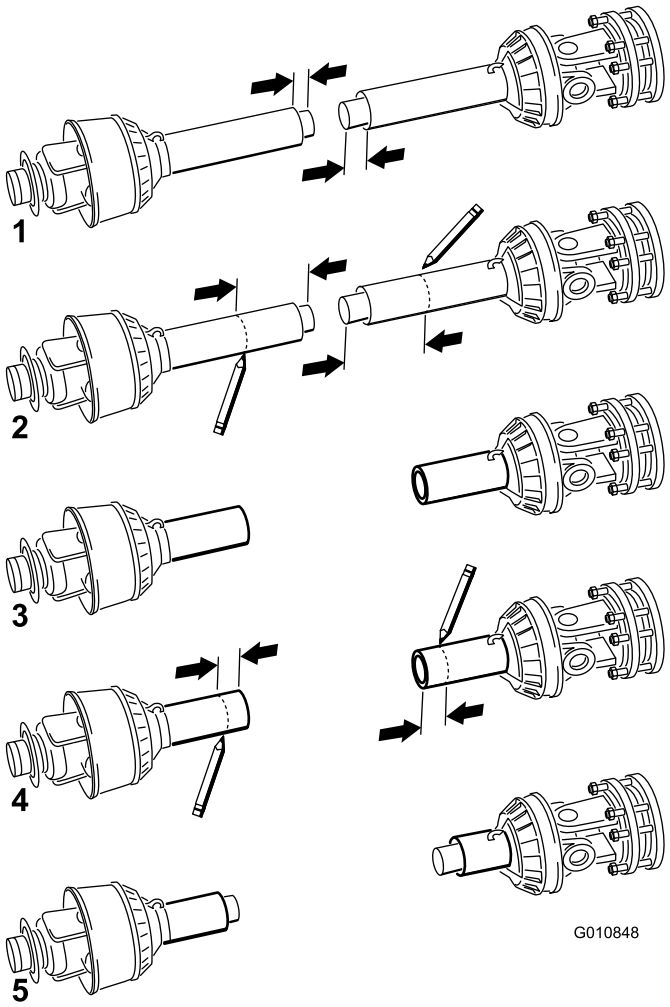

Figur 17
11. Separera de båda halvorna av kraftuttagsaxeln (Figur 17, illustration 1).
12. Mät avståndet från änden av varje rör till rörets säkerhetsskydd (Figur 17, illustration 1). Notera avstånden.
13. Använd måtten som du räknade ut i steg 8 för att hitta, märka ut och kapa av skyddet och röret från varje halva av kraftuttaget (Figur 17, illustration 2 och 3).
14. Använd måtten som du räknade ut i steg 11 för att hitta, märka ut och kapa av enbart säkerhetsskyddet för att blottlägga rören Figur 17, illustration 4 och 5.